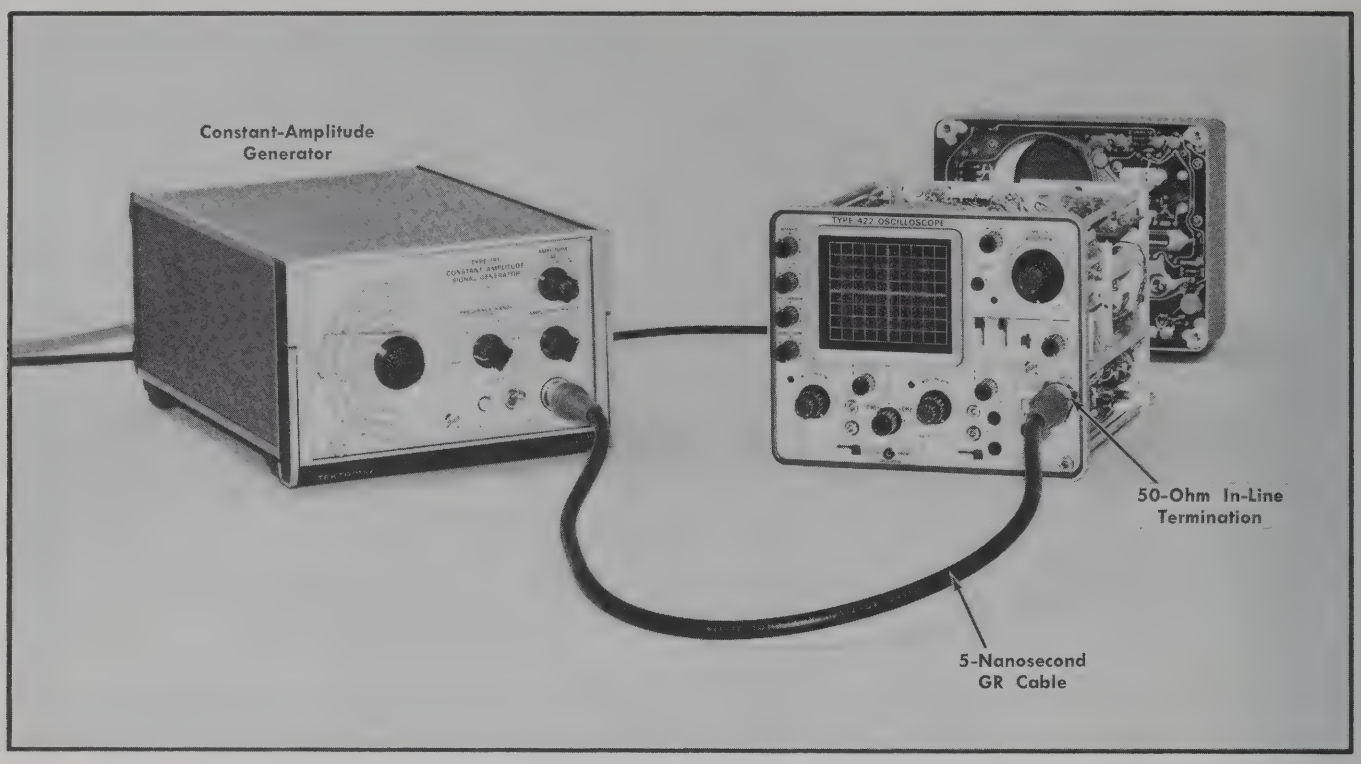

Fig. 6-54. Initial test equipment setup for steps 50 and 51.
a. Test equipment setup is shown in Fig. 6-54.